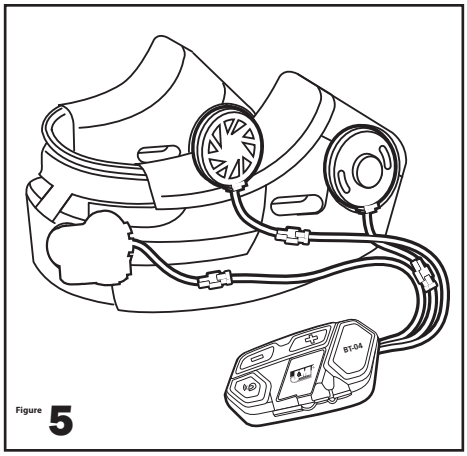

Figure 5
4. Place the speakers into the cheek pads. **See Figure 5.**